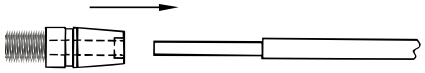

Fig. 2A End Ferrule Repair
6. Aplique una gota de adhesivo en el extremo del núcleo de fibra de vidrio (en caso de empalme, trabaje con un extremo a la vez, como se muestra en la Fig. 2A) y distribúyalo sobre el núcleo con un mondadientes o un clavo.
7. Gire el casquillo mientras introduce la varilla (Figs. 2A y 2B). Limpie el exceso de pegamento. Guarde los materiales no usados en el kit.